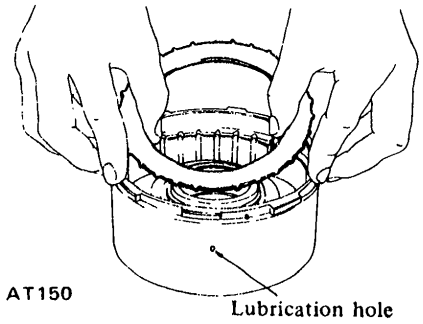

Fig. AT-82 Inserting clutch plate
2. Line up driven plates so that stripped arcs are properly aligned, paying particular attention to the location of oil holes in clutch drum. See Figure AT-82.